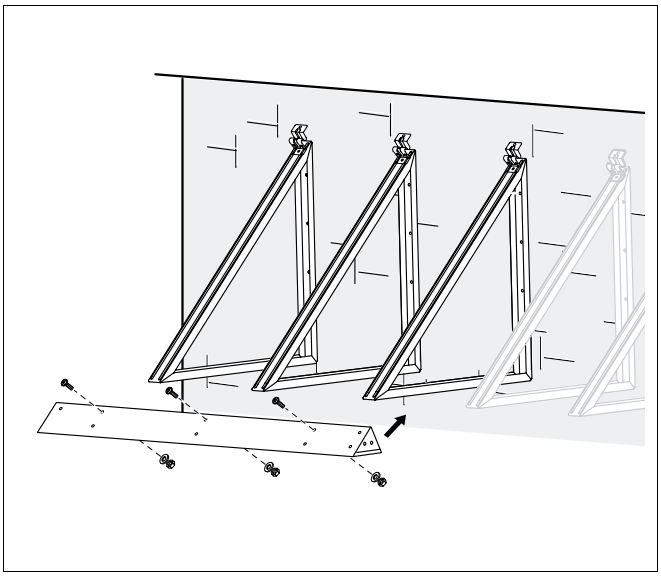

Afb. 49 Verbindingsplaat monteren
- Monteer telkens de betroffen verbindingsplaat voor een collector (afb. 49) met de bijgeleverde schroeven met bolle kop en moeren.